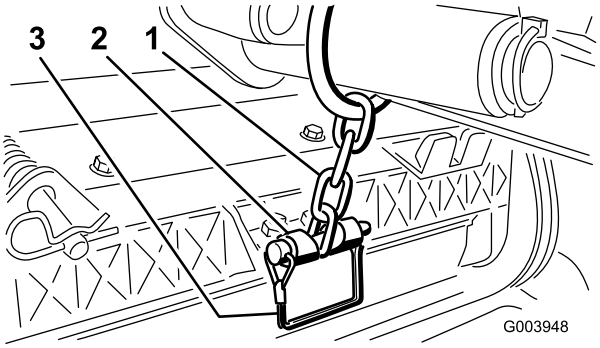

Figur 12
12. Fastgør løftearmskæden til kædebeslaget med låsestiften (Figur 12). Brug det antal kædeled, der er anført i *betjeningsvejledningen* til klippeenheden.